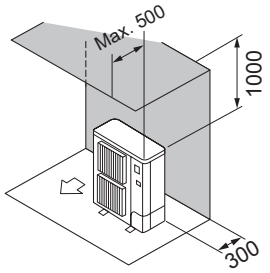

Fig. 2-8
(2) Obstacles uniquement à l'arrière et au-dessus (Fig. 2-8)